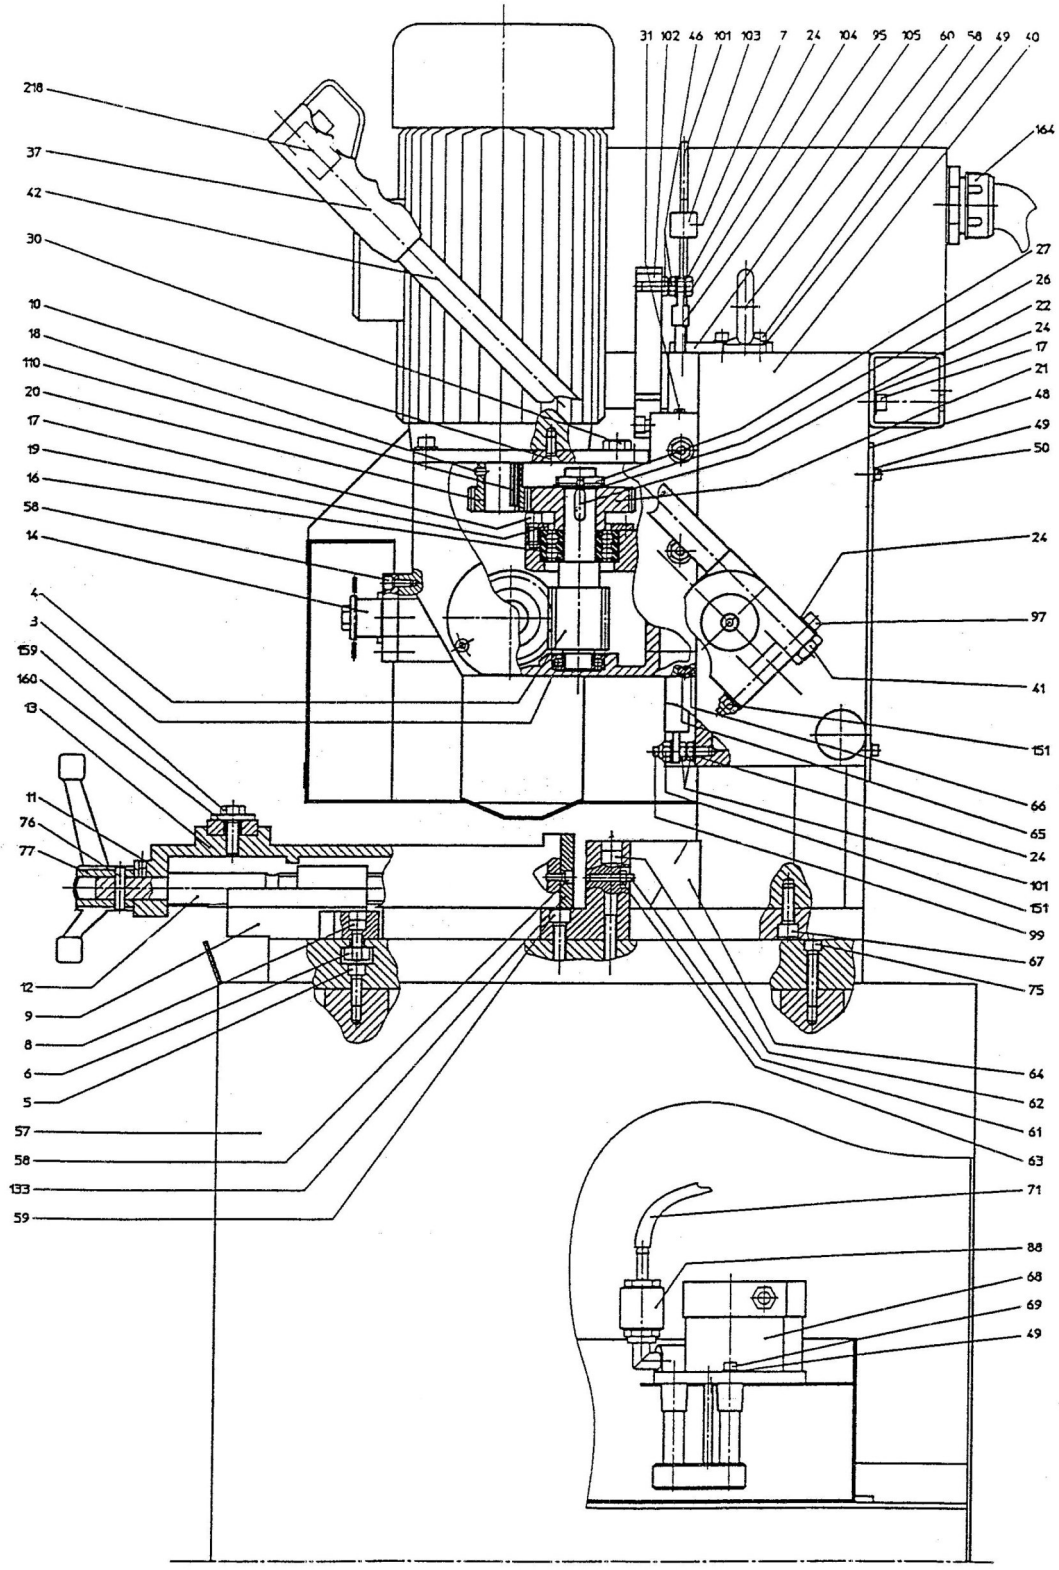
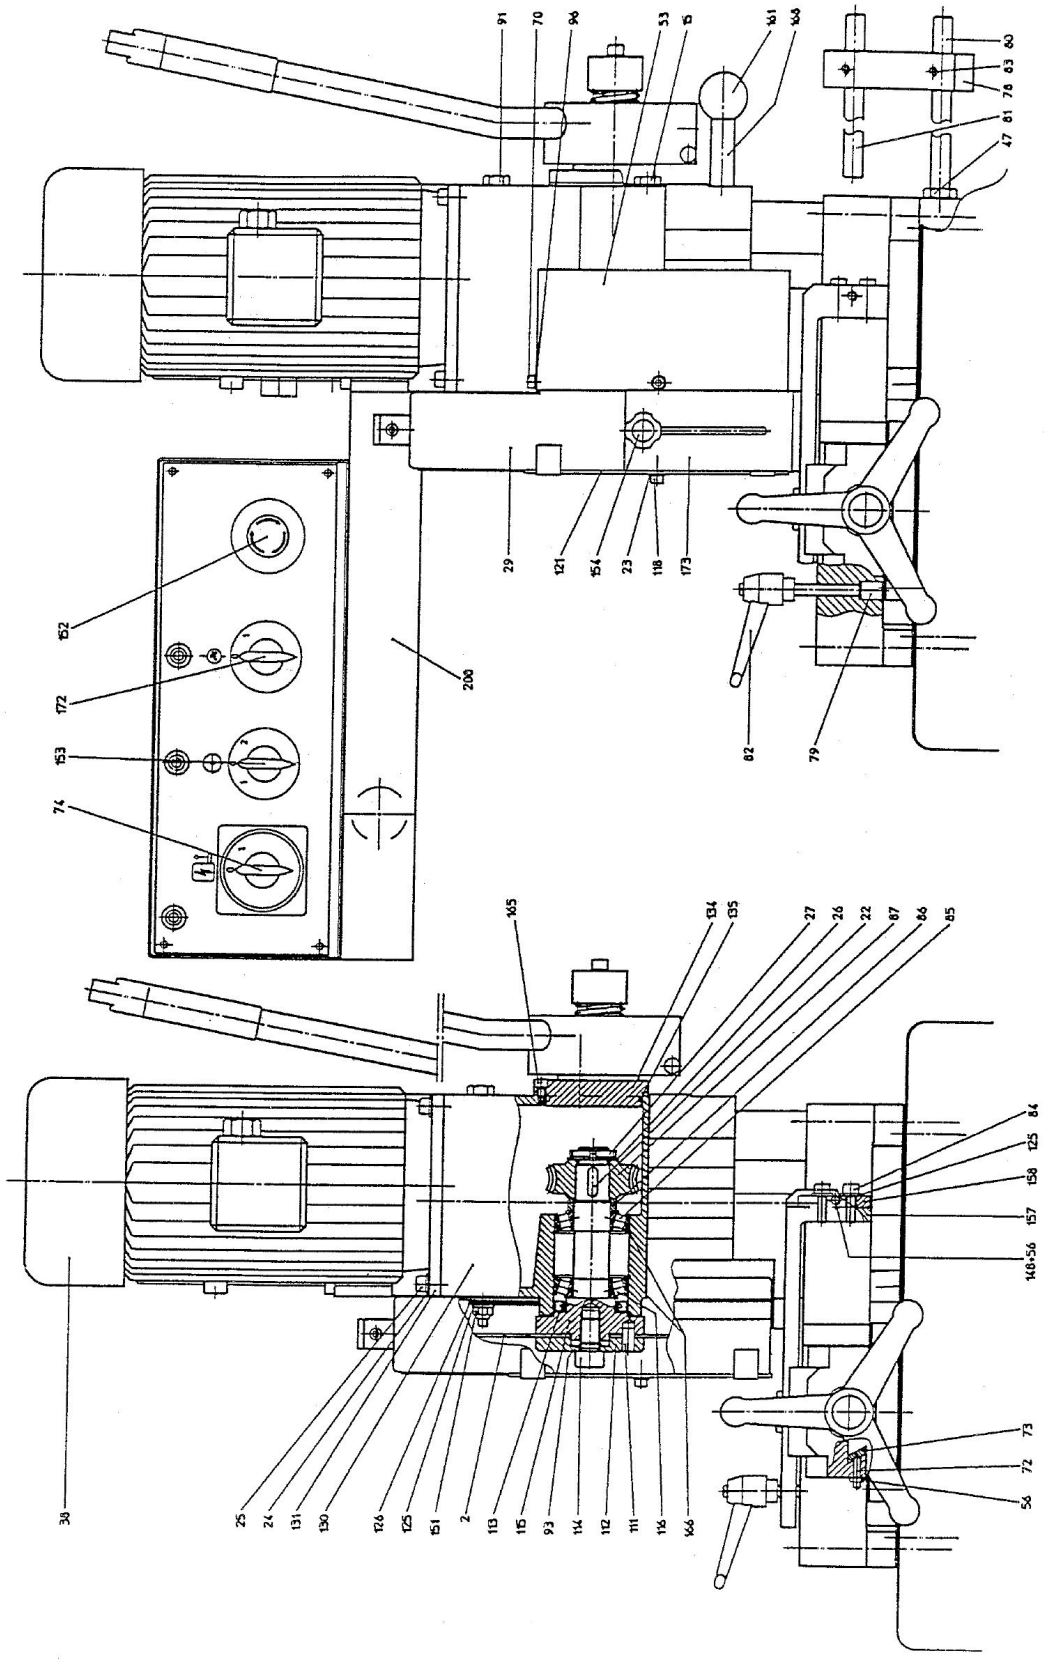

Abb. 16: Ersatzteilzeichnung 1 - MKS 315 V / MKS 316 V
Abb. 17: Ersatzteilzeichnung 2 - MKS 315 V / MKS 316 V
Schritt 1: Die Verschluss-Schrauben [Abb. 16, 30 und Abb. 17, 15] abschrauben und das gebrauchte Öl in einen Behälter ausfließen lassen.
Schritt 2: Verschluss-Schraube [Abb. 17, 15] wieder anschrauben.
Schritt 3: Getriebeöl (2,5 Liter) in die Einfüllöffnung einfüllen und die Verschluss-Schraube [Abb. 16, 30] anschrauben.
Schritt 1: Die Spannbacke [Abb. 16, 133] abmontieren, den Spannstock [Abb. 16, 13] komplett entnehmen, in dem man das Handrad [Abb. 16, 77] dreht.
Schritt 2: Die Schraubstock-Führungen [Abb. 16, 9 und 13] schmieren und einen Tropfen Öl in den Schmierpunkt [Abb. 16, 11] hinter dem Handrad gießen.
Schritt 3: Bei Bedarf das Spiel der Schraubstockbacke auf den Führungen mit dem Stift [Abb. 17, 72] justieren. dazu zuvor die Feststellmutter [Abb. 17, 56] lockern und anschließend wieder festziehen.